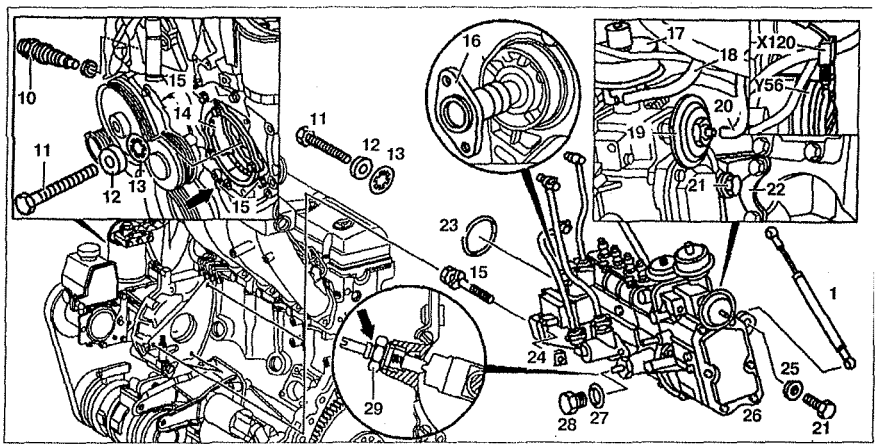

Рис. 4.65. Топливный насос высокого давления:
10. Отсоедините вакуумную трубку **18** от узла подачи сжатого воздуха **17** (см.рис.4.65).